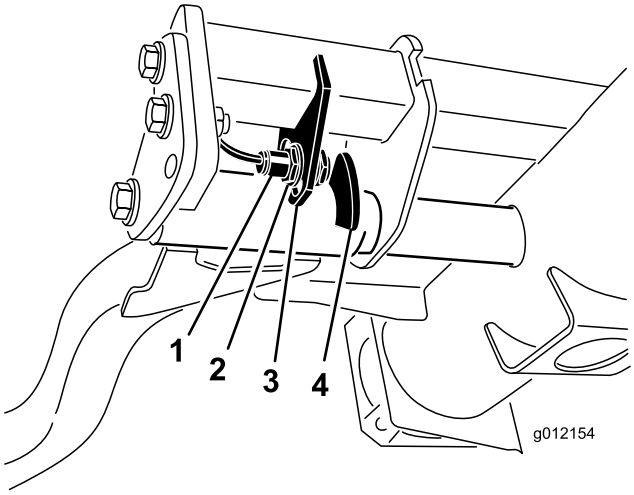

Figur 44
2. Lyftarmsbrytaren sitter under hydraultanken, bakom den främre, högra lyftarmen (Figur 44).
3. Lossa brytarens fästskruvar (Figur 44) och flytta ned brytaren för att öka lyftarmens vändhöjd eller flytta upp brytaren för att minska vändhöjden. Dra åt fästskruvarna.